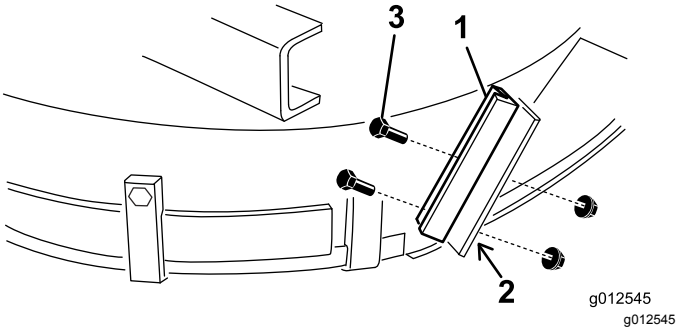

Figur 17
1. Brug det nye deflektorstop som skabelon, og placer det på det originale flade deflektorstop (Figur 17). Sørg for, at det nye deflektorstop flugter med bunden, berører siden af skjoldet, og er parallelt med den udvendige kant af deflektorstøtten.
3. Monter den nye deflektorstøtte på det gamle deflektorstop med to bolte (1/4-20 x 3/4 tomme) og låsemøtrikker (1/4-20 tomme) som vist i Figur 17.